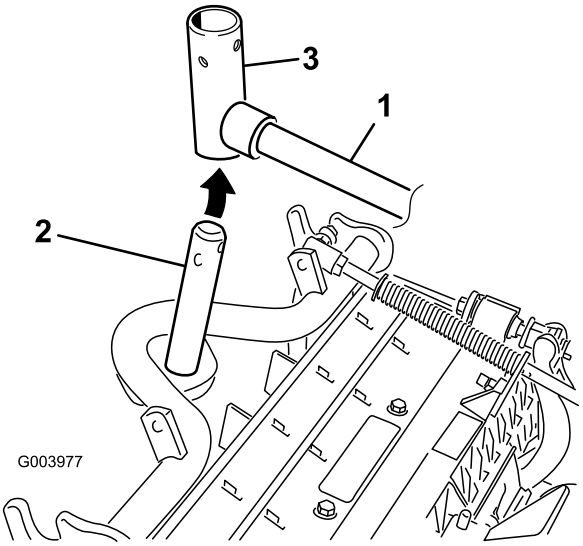

Figur 7
7. Vid montering av de främre klippenheterna ska en klippenhet skjutas in under lyftarmen samtidigt som bärramens axel förs upp och in i lyftarmens svängok (Figur 7).
B. Sätt i lyftarmens ok i bärramens axel (Figur 7).